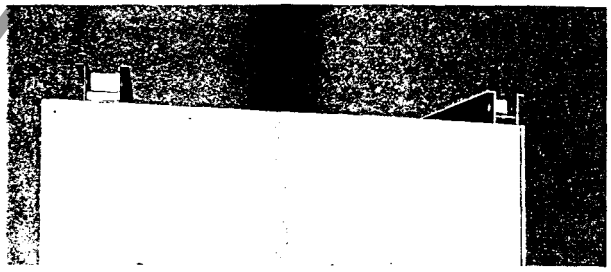

Fig. 5—Shipping Bases Bolted to Top of Switchgear
3. Invert the shipping bases on top of the units and bolt to the top of the switchgear as shown in Fig. 5. All holes should be used to give uniform support to the housings and prevent distortion. Holes in the vertical webs of the shipping bases, equally spaced from each end, will permit the attaching of steel cable slings.